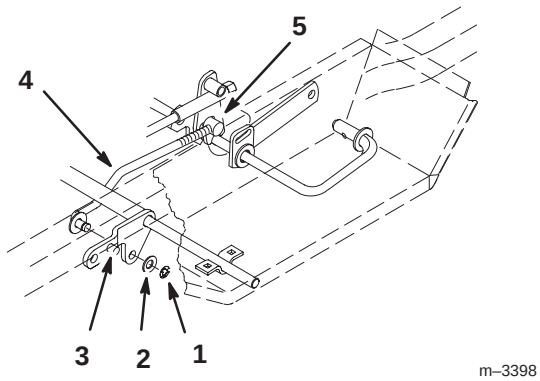

Figure 6
5. Retirer le segment d’arrêt, la rondelle et la liaison de relevage du bras de relevage avant (Fig. 6).
6. Maintenir le bras de relevage avant vers le haut de manière à ce que la butée touche le châssis (Fig. 6).
8. Régler la longueur de la tige de relevage en vissant ou dévissant le tourillon de manière à ce que l’extrémité glisse tout juste dans le trou de montage percé dans le bras de relevage avant (Fig. 6).
9. Glisser la tige de relevage dans le trou et la fixer à l’aide de la rondelle et du segment d’arrêt déposés précédemment (Fig. 6).